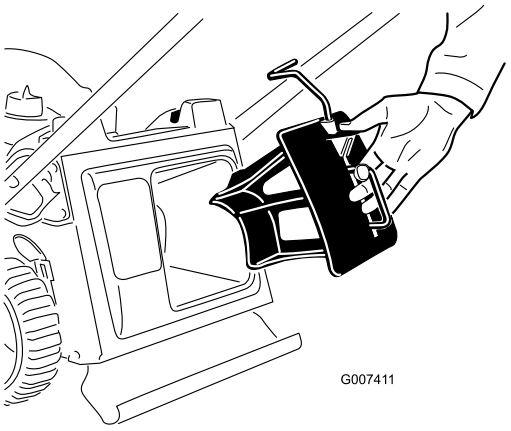

Figur 7
1. Før kvernepluggen inn i gressklipperen, hvis den ikke allerede er satt inn (Figur 7).